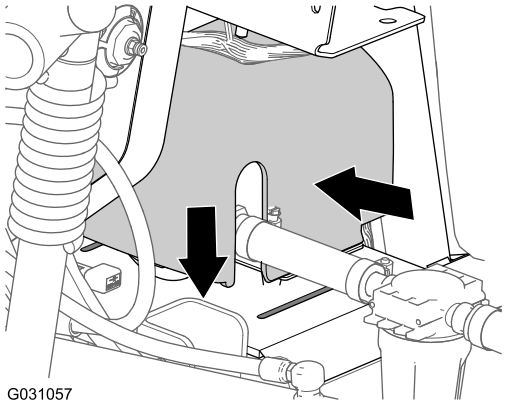

Figur 239
2. Plasser skyllepumpedekslet over salplaten til skyllepumpen (Figur 239).
3. Klem sammen siden av skyllepumpedekslet og innrett tappene på dekslet med salplaten (Figur 239).
4. Før tappene inn i sporene og slipp sidene av dekslet (Figur 239).